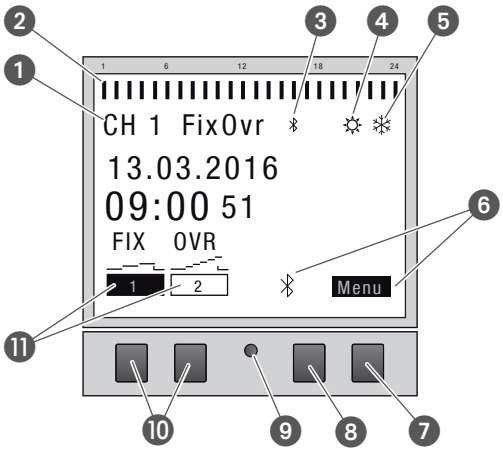

Fig. 2: Estrutura do visor
Indicações de função dos dois botões do lado direito (Fig. 2/❼ + ❽)
Indicações de função dos dois botões do lado esquerdo (Fig. 2/⑩)
A estrutura do menu aparece no visor depois de premir o botão de menu (Fig. 2/❼).